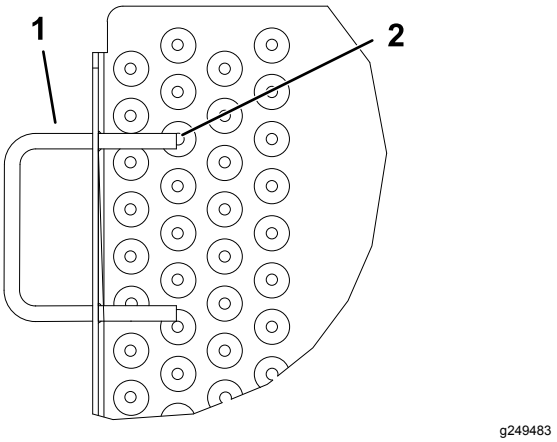
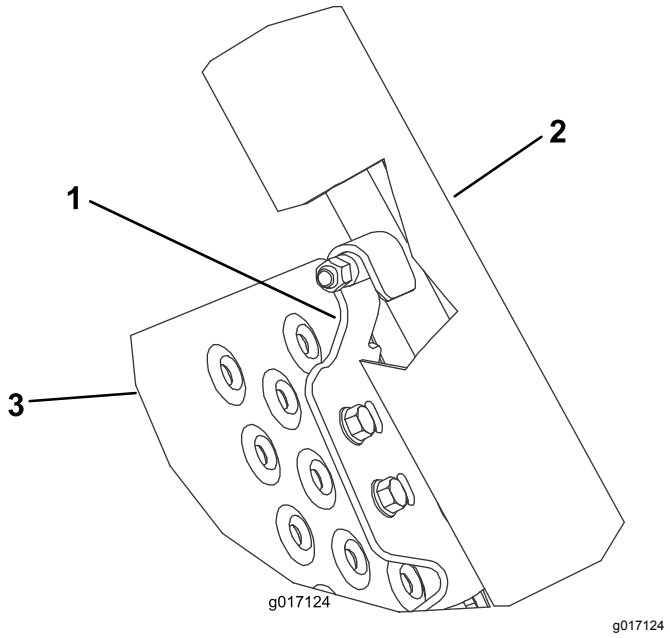

Figura 3
Figura 4
6. Posizionate le staffa di bloccaggio del kit su ciascun lato della rampa, in modo che siano allineate con il lato inferiore delle rampe di carico, inseritele con i perni rivestiti nelle rampe di carico e allineatele con i fori della rampa (Figura 4). Utilizzate solo 1 paio di fori di montaggio per staffa di bloccaggio.
Nota: Se la maniglia della rampa interferisce con il fermo della staffa di bloccaggio, molate l'estremità della maniglia per esporre il foro secondo necessità (Figura 3). Ritoccate la vernice.
8. Sollevate e bloccate la rampa. Regolate le staffe di bloccaggio in modo che si innestino sui perni e serrate le viti e i dadi flangiati (Figura 3 e Figura 4).